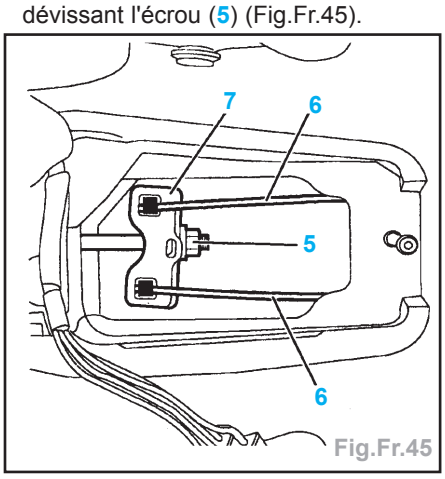

Fig.Fr.45
- la vis (3),
- la console centrale (4).
- Détendre les câbles secondaires en dévissant l'écrou (5) (Fig.Fr.45).